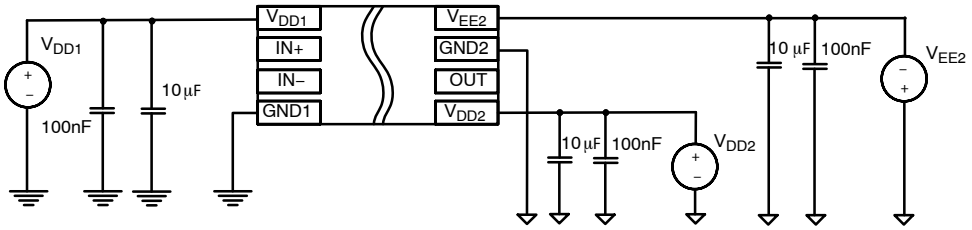

Figure 30. Bipolar Power Supply (Variant B)
- In bipolar power supply the driver is typically supplied with a positive voltage of 15 V at V_{DD2} and negative voltage −5 V at V_{EE2} (Figure 30). Negative power supply prevents a dynamic turn on through the internal IGBT/MOSFET input capacitance